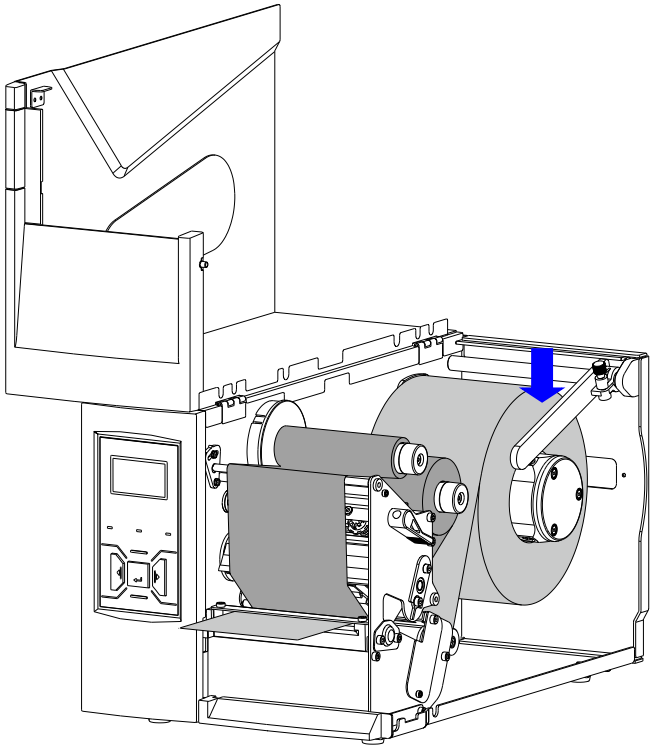

Figure 2-19 Adjust and lock the Baffle Arm
6. Adjust the Baffle Arm by pushing it slightly against the outside edge of the media roll. Tighten the Thumbscrew to lock the Baffle Arm in place. As shown in Figure 2-19.